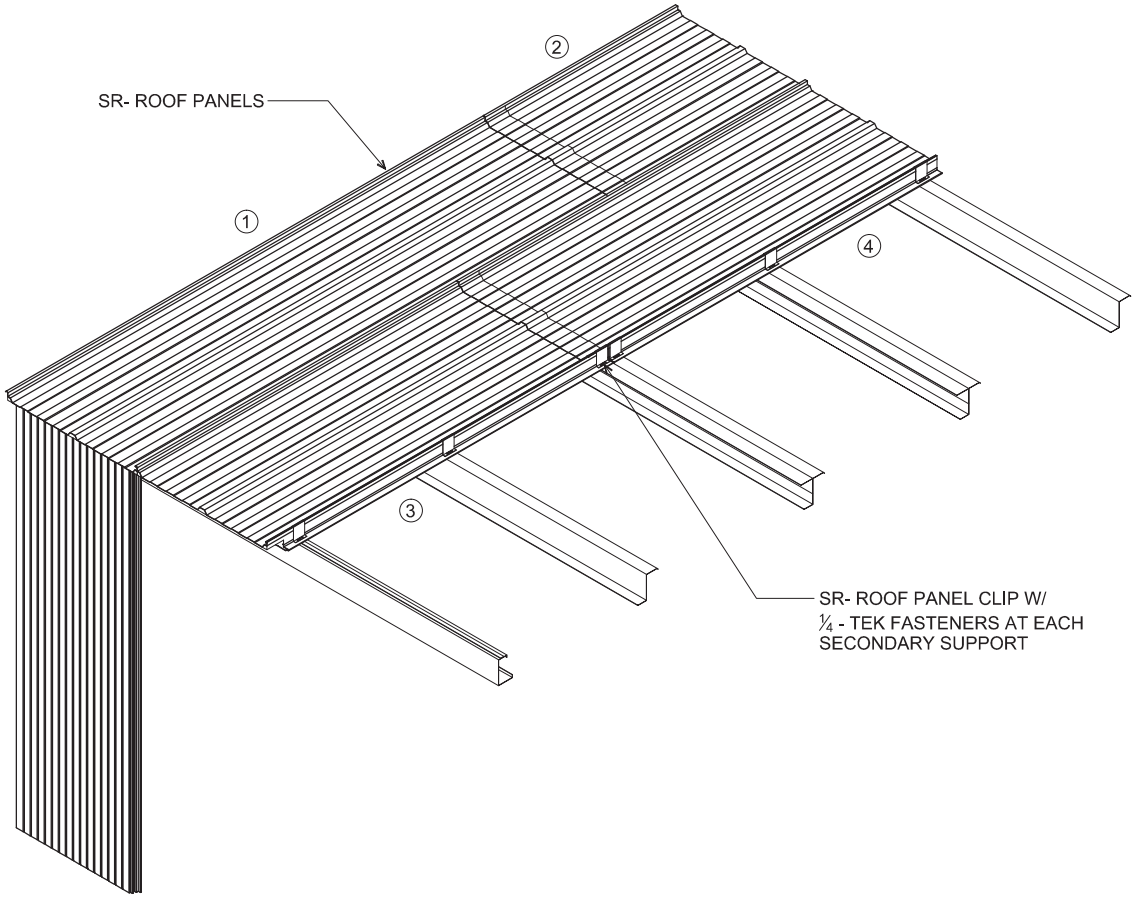

FIGURE 5
11.2 SR2 AND SR3 ROOF PANELS MUST BE INSTALLED IN A SPECIFIC SEQUENCE. THIS ENSURES THE CORRECT LAPPING OF THE SIDE AND END LAPS (SEE FIGURE 5, BELOW). THE PANEL NUMBERS CORRESPOND TO THE ORDER OF INSTALLATION.